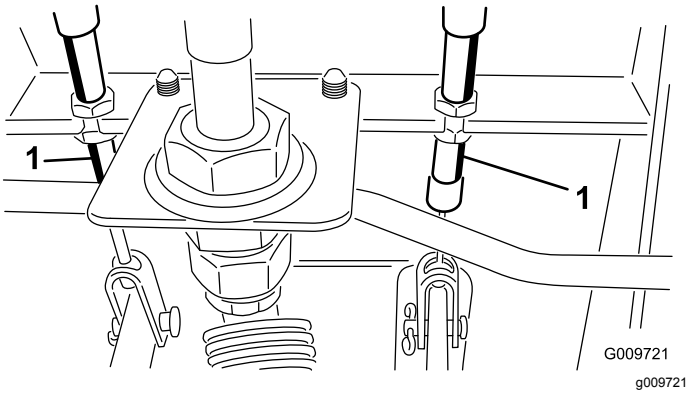

Figura 80
A. Afloje la tuerca delantera del extremo roscado del cable de freno (Figura 80).